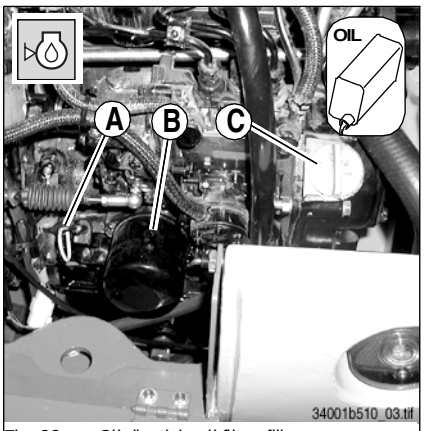

Fig. 33: Oil dipstick, oil filter, filler cap
- Check engine oil level (oil dipstick fig. 33/**A**)
- Check the engine oil level, refill engine oil if necessary (fig. 33/**C**)